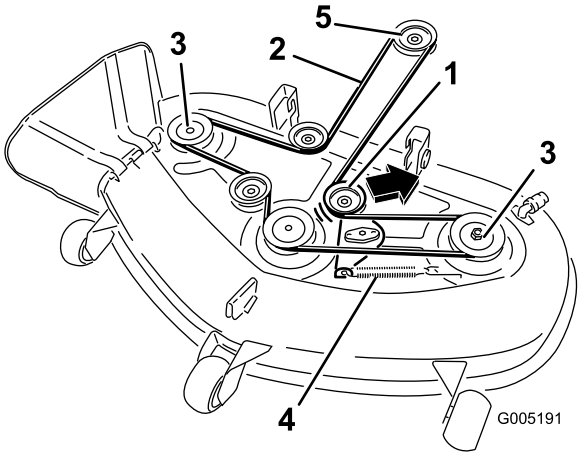

Figura 59
5. Tirate la puleggia tendicinghia nel senso riportato nella Figura 59, e togliete la cinghia dalle pulegge.
6. Montate la nuova cinghia attorno alla puleggia del motore ed a quelle del tosaerba (Figura 59).
7. Tirate la puleggia tendicinghia nel senso riportato nella Figura 59, e montatela sulla puleggia tendicinghia (Figura 59).